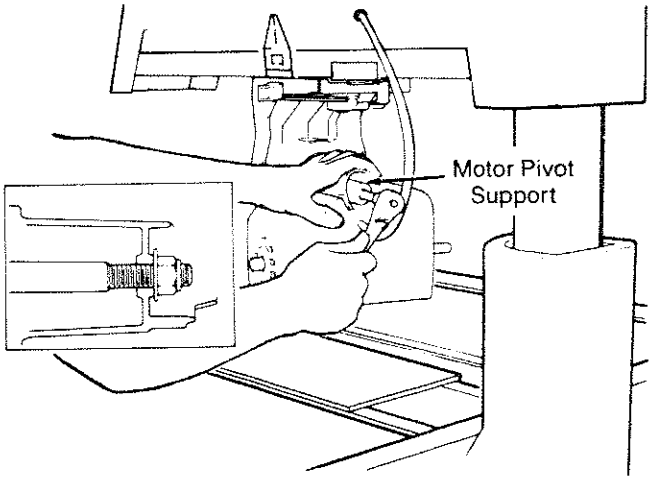

Fig. 18
7. Remove the lock nut and flat washer from the *motor pivot support.* (Figure 18)